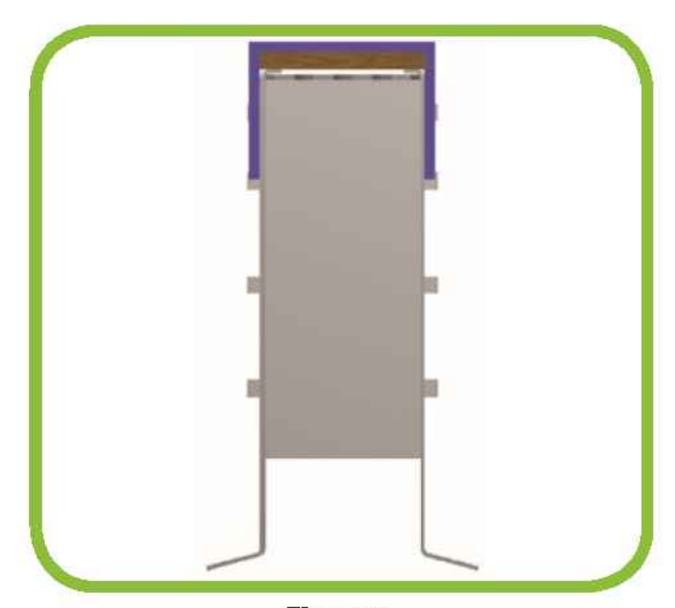

Figure 6
4. Before Duraslot pipe is braced in the trench, the slot opening should be covered to prevent the concrete or asphalt from entering the system. An accepted way to do so is to run a piece of ¼"-½" (6-13 mm) plywood over the grates, then use 2" (50 mm) duct tape to hold it over the grate. (Figure 6) This will help prevent clogging the grate and help achieve the recess for Duraslot pipe.